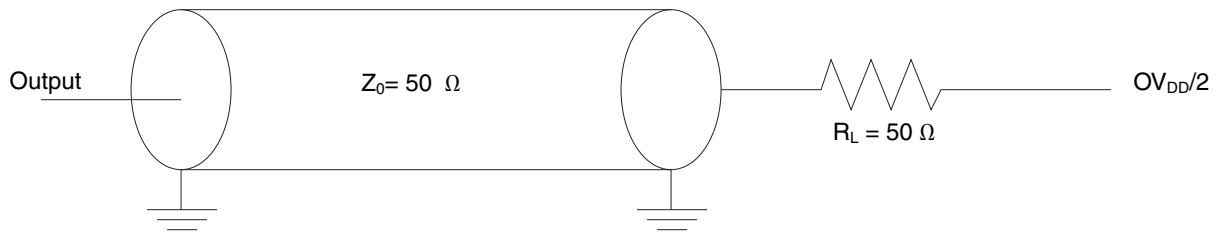
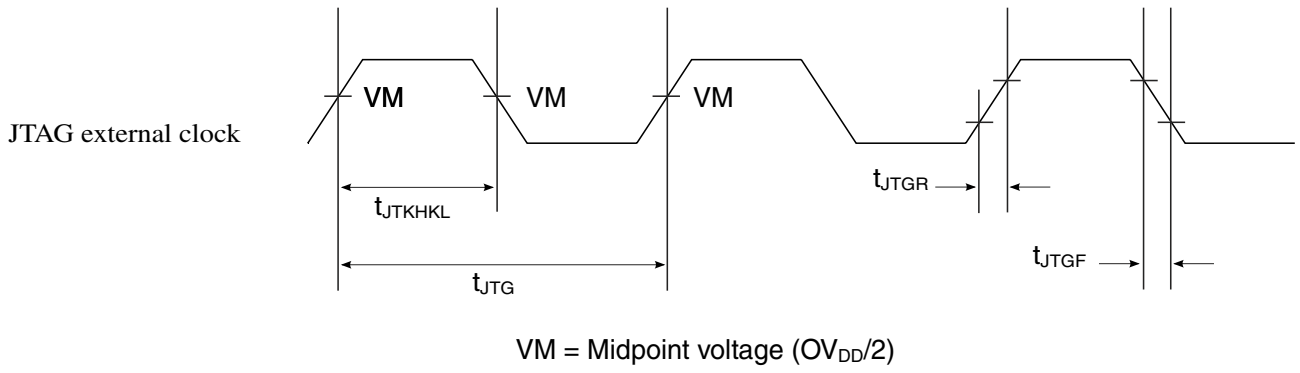
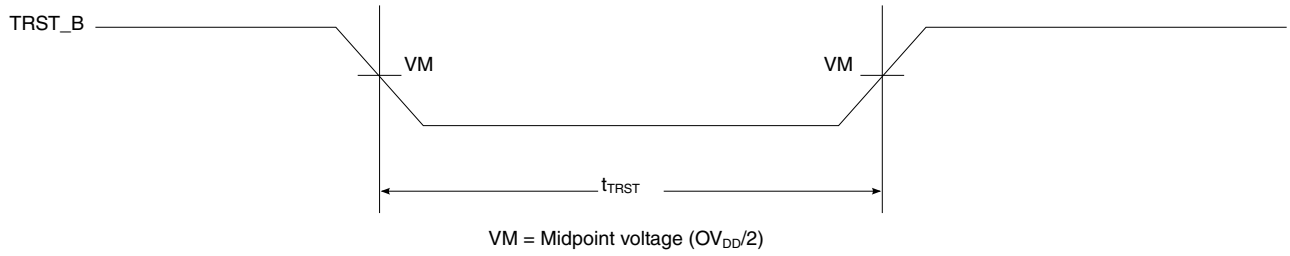
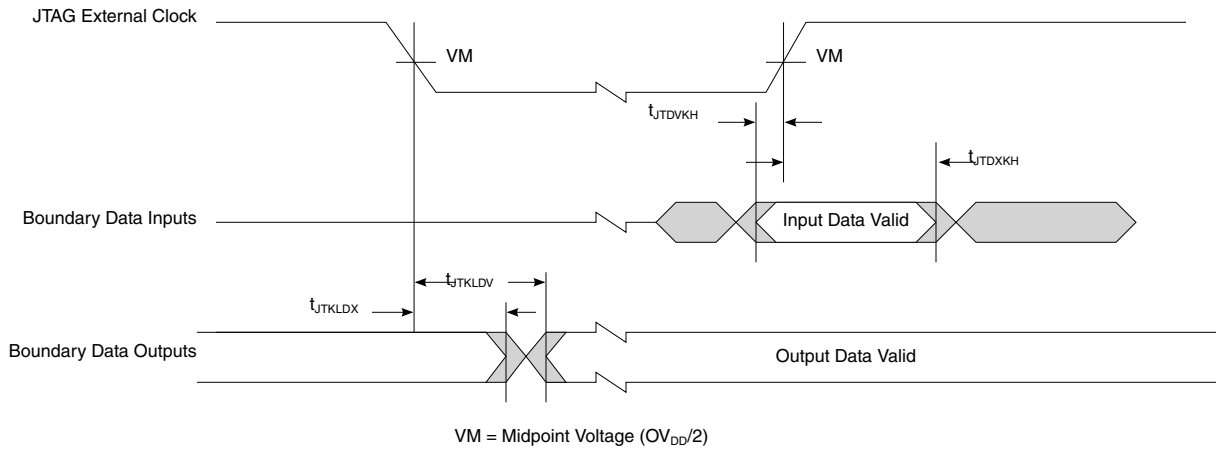

Figure 52. AC test load for the JTAG interface
Figure 53. JTAG clock input timing diagram
Figure 54. TRST_B timing diagram
Figure 55. Boundary-scan timing diagram
This table provides the JTAG AC timing specifications as defined in Figure 52. on page 154, Figure 53. on page 155, Figure 54. on page 155, and Figure 55. on page 155.
3. The symbols used for timing specifications follow these patterns: t(first two letters of functional block)(signal)(state)(reference)(state) for inputs and t(first two letters of functional block)(reference)(state)(signal)(state) for outputs. For example, t_{JTDVKH} symbolizes JTAG device timing (JT) with respect to the time data input signals (D) reaching the valid state (V) relative to the tJTG clock reference (K) going to the high (H) state or setup time. Also, tJTDXKH symbolizes JTAG timing (JT) with respect to the time data input signals (D) reaching the invalid state (X) relative to the tJTG clock reference (K) going to the high (H) state. Note that, in general, the clock reference symbol representation is based on three letters representing the clock of a particular function. For rise and fall times, the latter convention is used with the appropriate letter: R (rise) or F (fall).
4. See Figure 52. on page 154.
5. See Figure 53. on page 155.
6. See Figure 54. on page 155.
7. See Figure 55. on page 155.